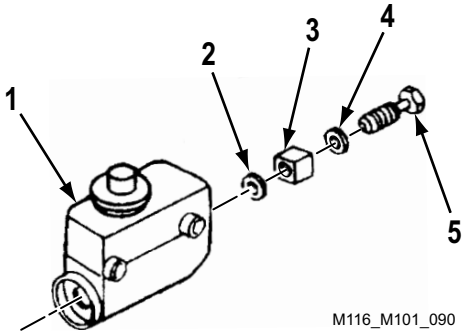

Figure 2. Fluid Passage Bolt Removal.
7. Remove fluid passage bolt (Figure 2, Item 5), washer (Figure 2, Item 4), connector (Figure 2, Item 3), and washer (Figure 2, Item 2) from master cylinder (Figure 2, Item 1).